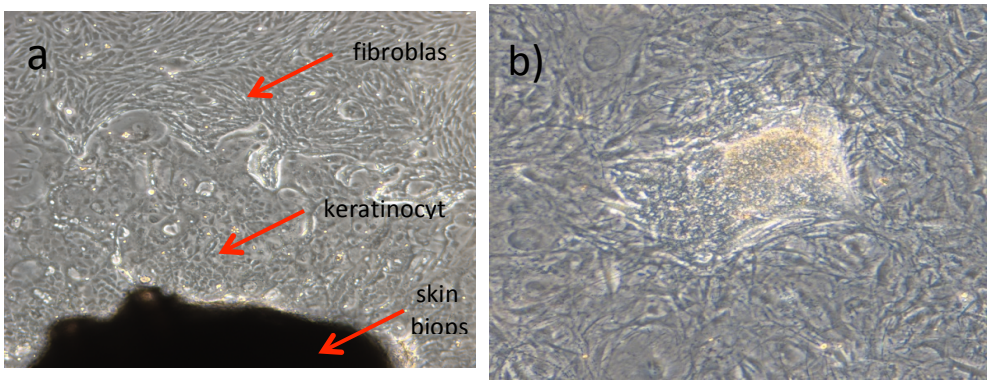
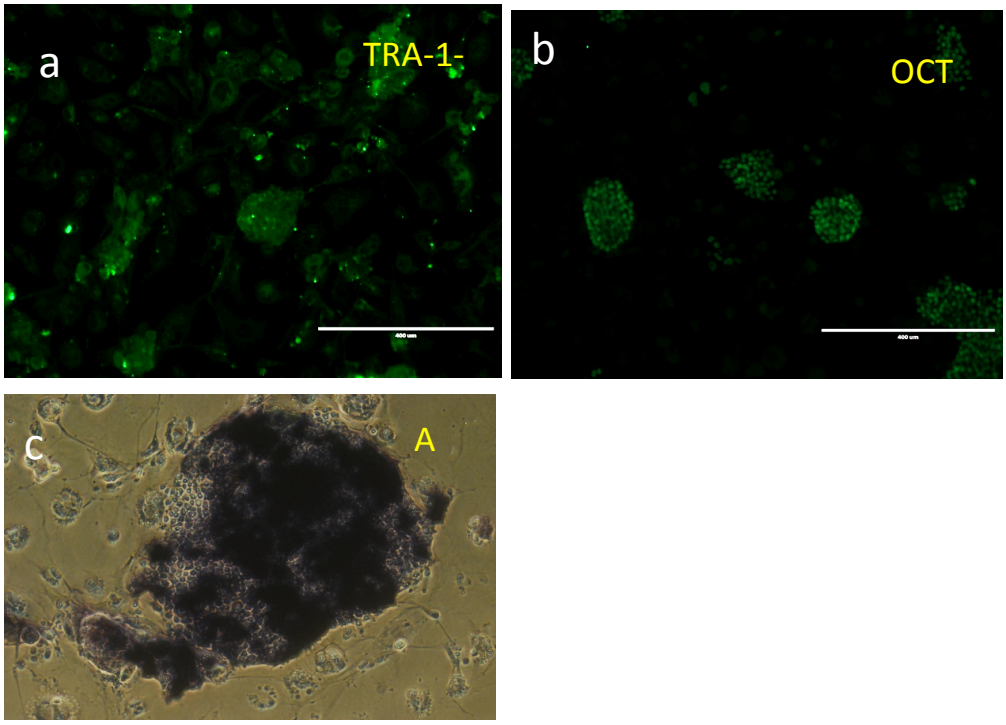

Figure 2. a) Duroc pig dermal fibroblasts (d16) emerging from a belly skin biopsy, and b) a piPSC colony.
Figure 3. IHC characterization: Pig iPSC colonies stained with a) Tra-1-60, b) Oct-4, and c) Alkaline Phosphatase.
Applied StemCell's piPSCs are low passage (p5) stem cells. Footprint-free pig iPS (induced pluripotent stem) cell line was derived from Duroc pig dermal fibroblasts by ectopic expression of OCT4, SOX2, KLF4, and L-MYC genes using episomal plasmids. The piPSCs were selected and expanded using morphological criteria (i.e. without the use of fluorescent marker or drug selection). When cultured under specific conditions (4), the pig iPS cells display ES-like morphologies with compact cell adhesion and clear colony borders (Figure 2). These piPSC colonies also express standard pluripotency markers (TRA-1-60, Oct4) and display strong alkaline phosphatase activity (Figure 3). These piPSCs are further characterized using RT-PCRs for the expression of an extended panel of pluripotency markers (Figure 4) in addition to those included in immuno-histochemistry (IHC) characterization.